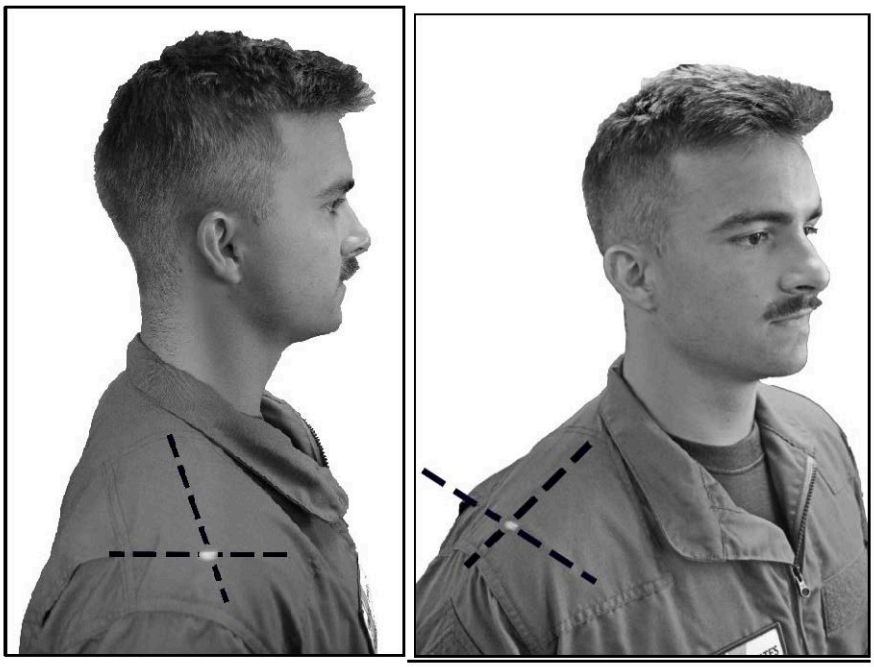

Figure 6-5. Locate Midpoint
a. Determine outside, midpoint of the individuals shoulder, following a line along the highest part of the shoulder down to the apex of the shoulder where it drops away to the arm. (Refer to Figure 6-5.)
b. Mark center point using chalk. (Refer to Figure 6-5.)